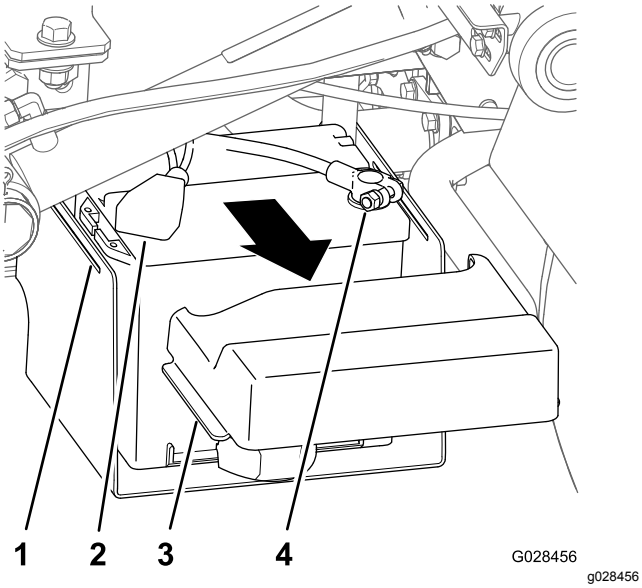

Figur 22
1. Kläm ihop batterikåpans sidor för att frigöra flikarna från batterilådans spår, och ta bort batterikåpan från batterilådan (Figur 22).
2. Skjut bort kåpan och ta bort batteriets minuspol från batteriet (Figur 22).
3. Ta bort batteriets pluspol från batteriet (Figur 22).